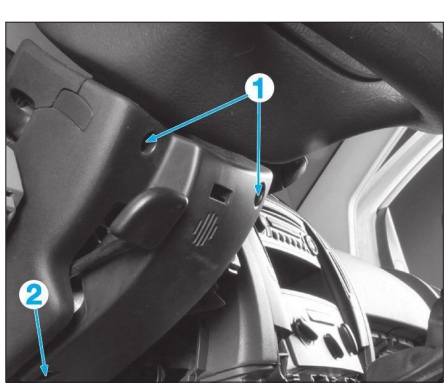

**Fig. 1**
• Déposer les vis (1) et (2) puis dégrafer les coquilles supérieures et inférieures **(Fig.1)**.